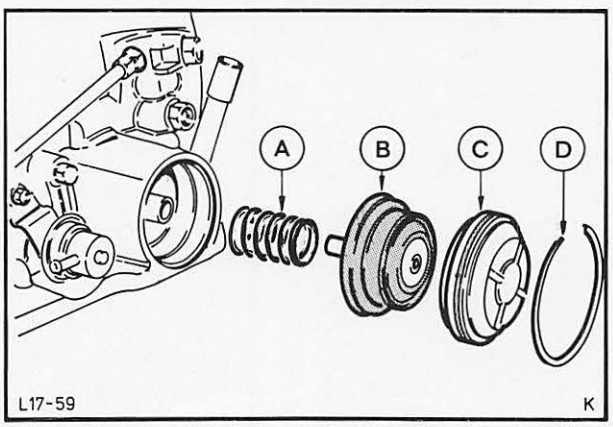

Abb. 88 Vorderer Servo
41. Servokolben in Öl tauchen und mit Deckel komplettieren. Spiralfeder und komplettierten Kolben mit Deckel in das Gehäuse einsetzen und sichern. Abb. 88.